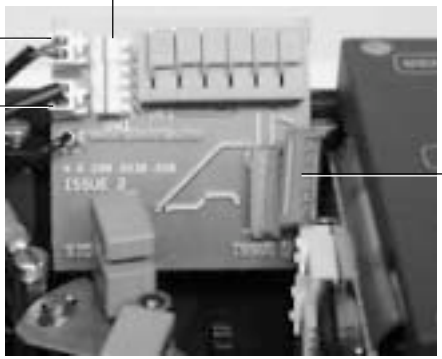

Fig. 9a
2.3.8 It is now necessary to fit the options board. Firstly ensure all elements of the yellow changeover switch **SW1** are set at position '**B**'. Prepare the ribbon cable by ensuring that the connector is at right angles to the options PCB, ready for insertion into the main PCB socket, (only required with 4 - 20 mA retransmit option). Plug the Pepperl and Fuchs switch sockets onto the options board connectors. The **PF1** socket should be engaged in the **PF1** connector. The **PF2** socket should be connected to the **PF2** connector (refer to Fig. 9a).